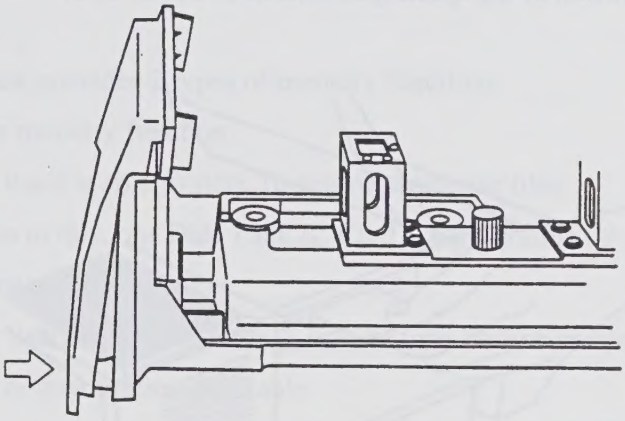

Fig. 5.6.4 "Cover, Sample Compartment", mounting direction
(6) Press the "Cover, Sample Compartment" against the sample compartment unit, in the direction of the arrows in Fig. 5.6.4, until it snaps into place.